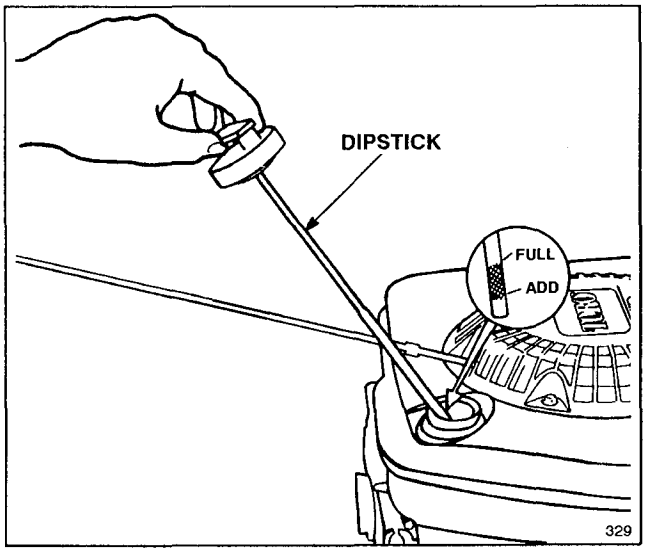

Figure 3
Before each use, ensure oil level is between FULL and ADD marks on dipstick (Fig. 3). Add oil if level is low.
3. Wipe dipstick and insert it into filler neck. Rotate cap clockwise 1/4 turn. Then remove dipstick and check level of oil on side of dipstick with FULL and ADD marks (Fig. 3). If level is low, add only enough oil to raise level to FULL mark on dipstick. **DO NOT FILL ABOVE FULL MARK BECAUSE ENGINE COULD BE DAMAGED WHEN STARTED. POUR OIL SLOWLY.**
1. CHECK OIL LEVEL—Maintain oil level between ADD and FULL marks as shown on dipstick (Fig. 3).